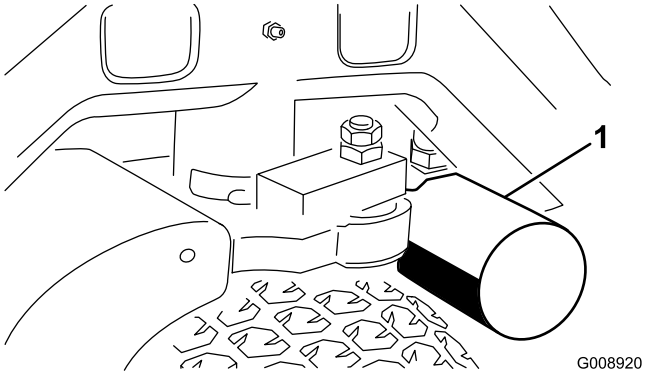
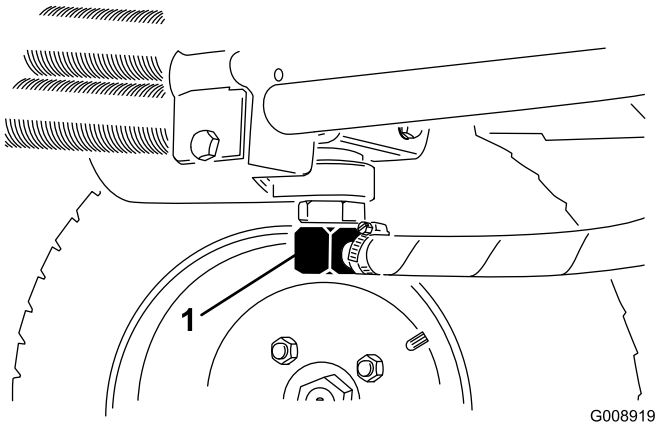

Figur 61
Figur 62
3. Rengør omkring det område, hvor filteret monteres. Anbring en dræningsbakke under filteret (Figur 61), og fjern filteret.
2. Frakobl hydraulikrøret (Figur 62), eller fjern hydraulikfilteret (Figur 61), og lad hydraulikvæsken løbe ned i en dræningsbakke. Monter hydraulikrøret, når hydraulikvæsken holder op med at løbe fra.